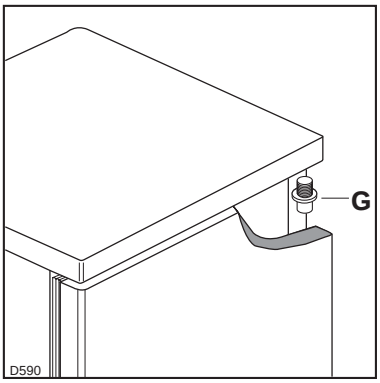

Abb.3
- Obere Tür vom oberen Stift (G) abnehmen (Abb. 3).